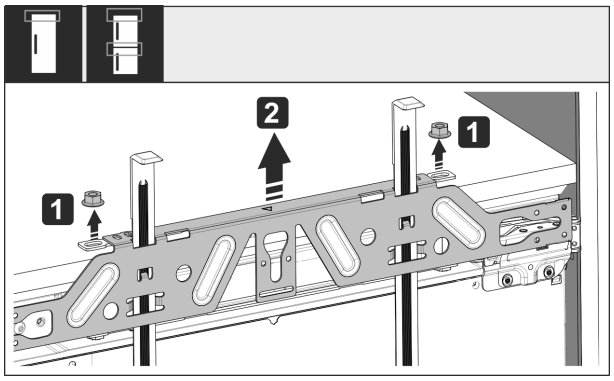

Fig. 54
▶ Kontermuttern *Fig. 54 (1)* lösen.
▶ Befestigungstraverse *Fig. 54 (2)* abnehmen.